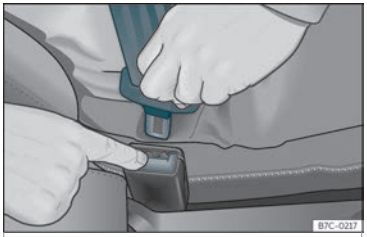

Fig. 10 Soltar a lingüeta do peche do cinto.
• Prema a tecla vermella no peche ››› **fig. 10**. A lingüeta saltará do peche.